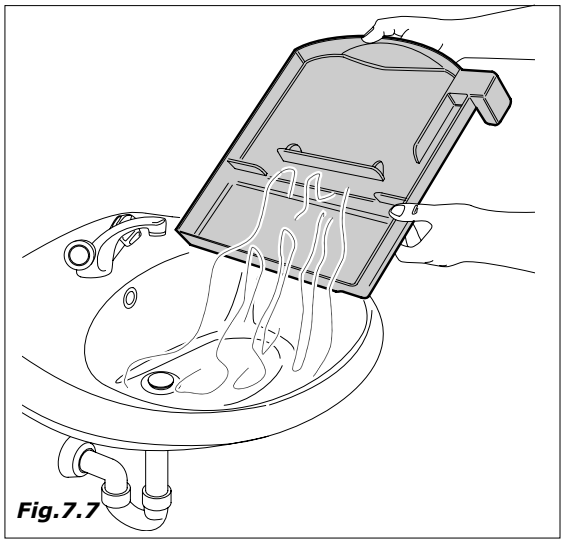

Fig.7.7
- esvaziar os recipientes fundos liquidos, limpá-los e/ou substituílos (Fig.7.7)